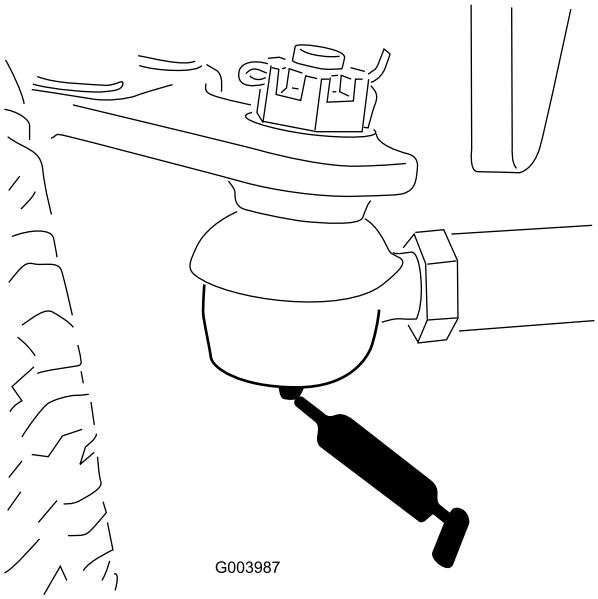

**Figur 49**
- Bagakslens forbindelsesstang (2) (Figur 49)